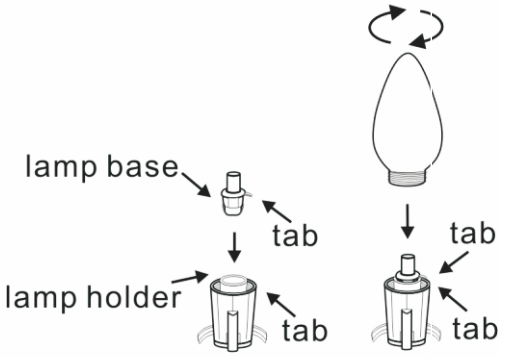

Fig.2 Replace with the spare lamp
c) Insert the spare LED lamp into the lampholder in correct direction by matching the tab on the lamp base of the replacement bulb with the tab on the lamp holder as shown in Fig.2. **IMPORTANT –** The tabs on the spare lamp and lampholder must line up.
c) Do not deliberately change the direction of the LED lamp in the lampholder (always match the tab on the lamp base to the tab on the lamp holder, see Fig. 2).